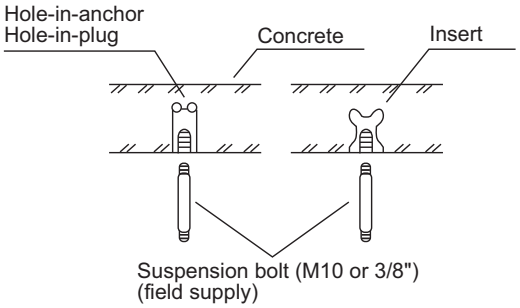
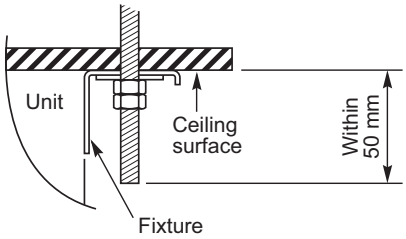

Fig. 2-78
Fig. 2-80
(2) Drill holes at the 4 points indicated on the full-scale diagram.
(3) Depending on the ceiling type:
a) Insert suspension bolts (Fig. 2-78).
(4) Screw in the suspension bolts, allowing them to protrude from the ceiling (Figs. 2-78 and 2-79). The distance of each exposed bolt must be of equal length within 50 mm. (Fig. 2-80)